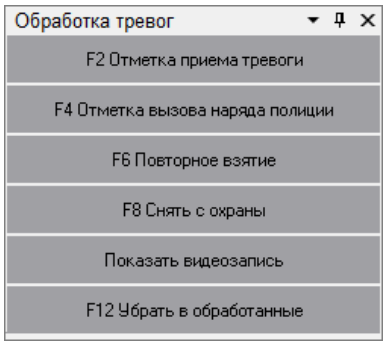

Рисунок 8-8 Панель "Обработка тревог" для выбранного на вкладке "Текущие тревоги" тревожного события объекта охранной составляющей системы
– Для тревожного события объекта охранной составляющей системы (см. Рисунок 8-8) – см. п. 8.3.3.1.1;